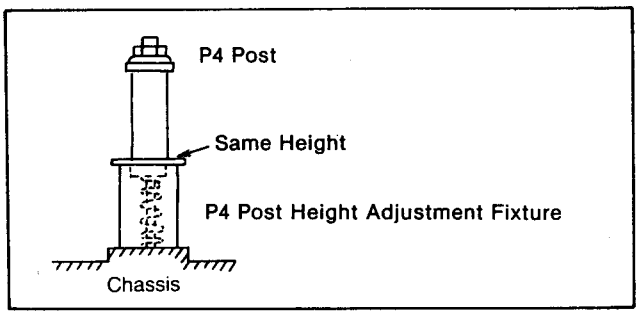

Figure M8
1. Set the P4 Post Height Adjustment Fixture as shown in Figure M8.
2. Confirm the lower edge of the P4 Post as same height as upper edge of the P4 Post Adjustment Fixture. (Figure M8)
If there is waving or frilling at the lower or upper edge of the tape, correct the tilt of A/C Head. After adjusting tilt of the A/C Head, the A/C Head Height Adjustment may be needed. (Figure M8)